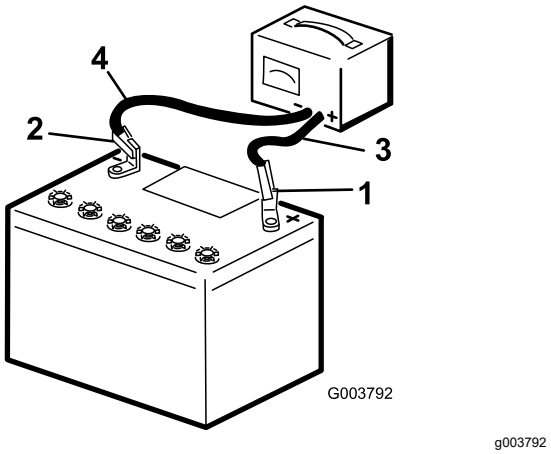

Rysunek 33
2. Ładuj akumulator przez 10 do 15 minut przy natężeniu od 25 do 30 amperów lub przez 30 minut przy natężeniu 4 do 6 amperów (Rysunek 33). Nie dopuszczać do przeładowania akumulatora.
3. Gdy akumulator będzie w pełni naładowany, należy odłączyć ładowarkę od gniazdka elektrycznego, a następnie odłączyć przewody ładowarki od biegunów akumulatora (Rysunek 33).